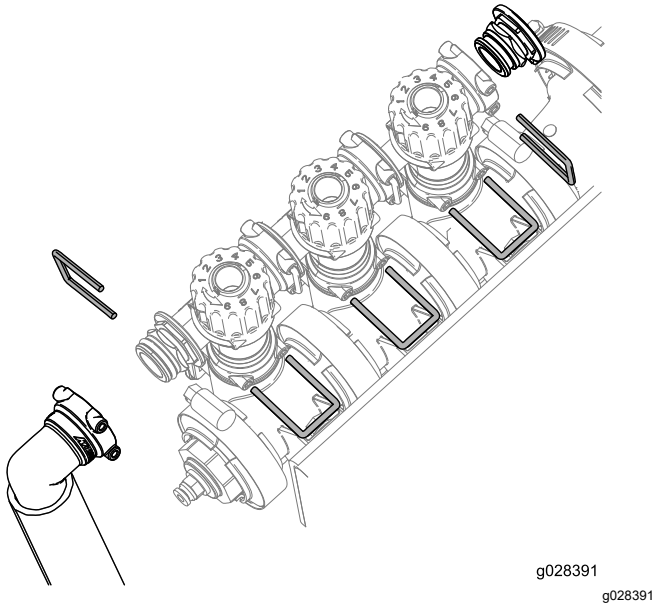

Rysunek 4
3. Zdejmij elementy ustalające przytrzymujące zespół regulacji obejścia, zaślepkę oraz zespół złącza i węża w sposób pokazany na Rysunek 4.